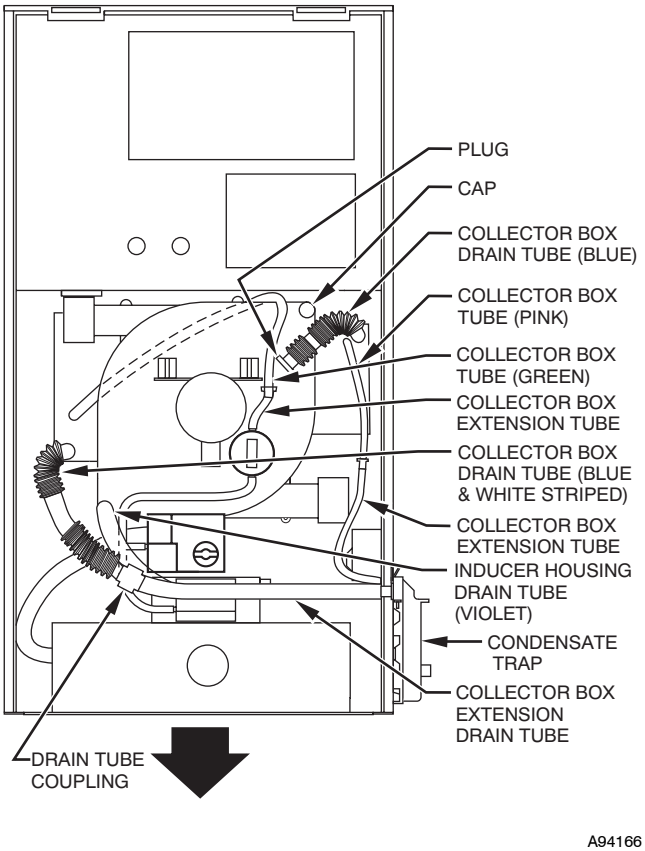

Fig. 9 - Downflow Tube Configuration (Right-Hand Trap Installation)
c. Route extended collector box drain tube directly from collector box drain to condensate trap as shown in Fig. 9.
a. Route inducer housing drain tube (violet label) directly from inducer housing to condensate trap as shown in Fig. 9.